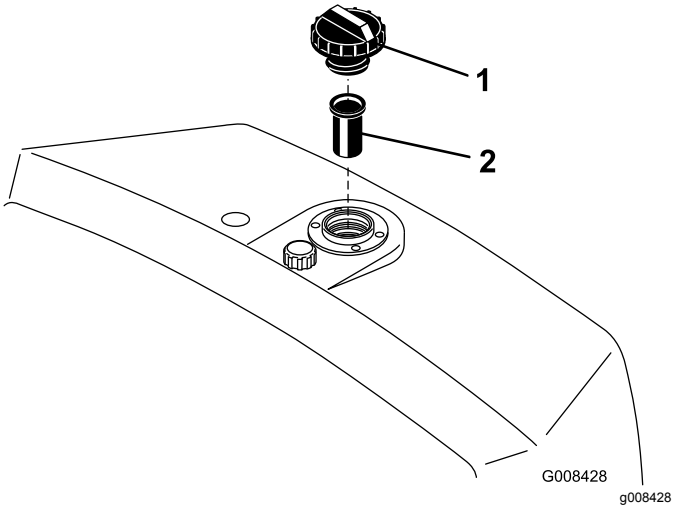

Figur 26
2. Ta bort locket från tanken och kontrollera oljenivån. Vätskan ska nå upp till nederdelen på filtret i påfyllningsröret (Figur 26).